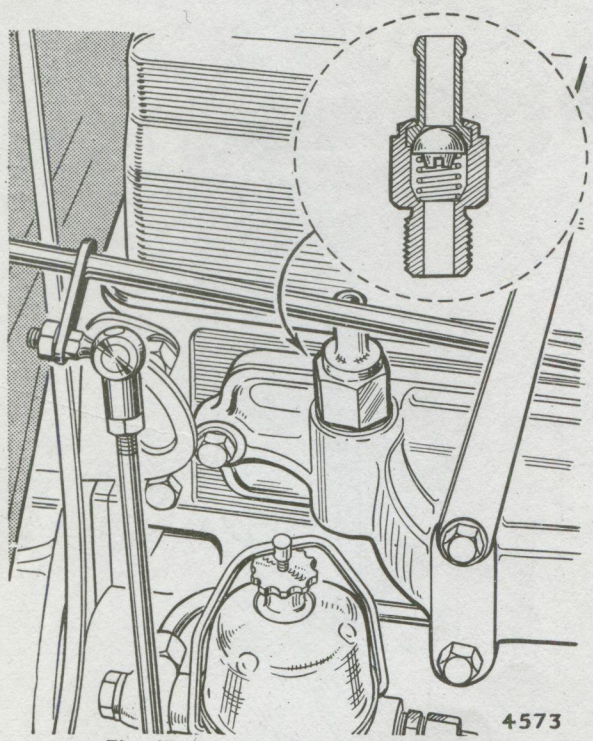

Fig. 15. *Location of one-way valve on manifold*
The cavity (8) is connected to the front of the large servo piston (6), and to the induction manifold direct. Between the servo and the induction manifold, a non-return valve is required to prevent damage to the servo in the event of a backfire and also to prevent the passage of petrol to the servo (see Fig. 15).